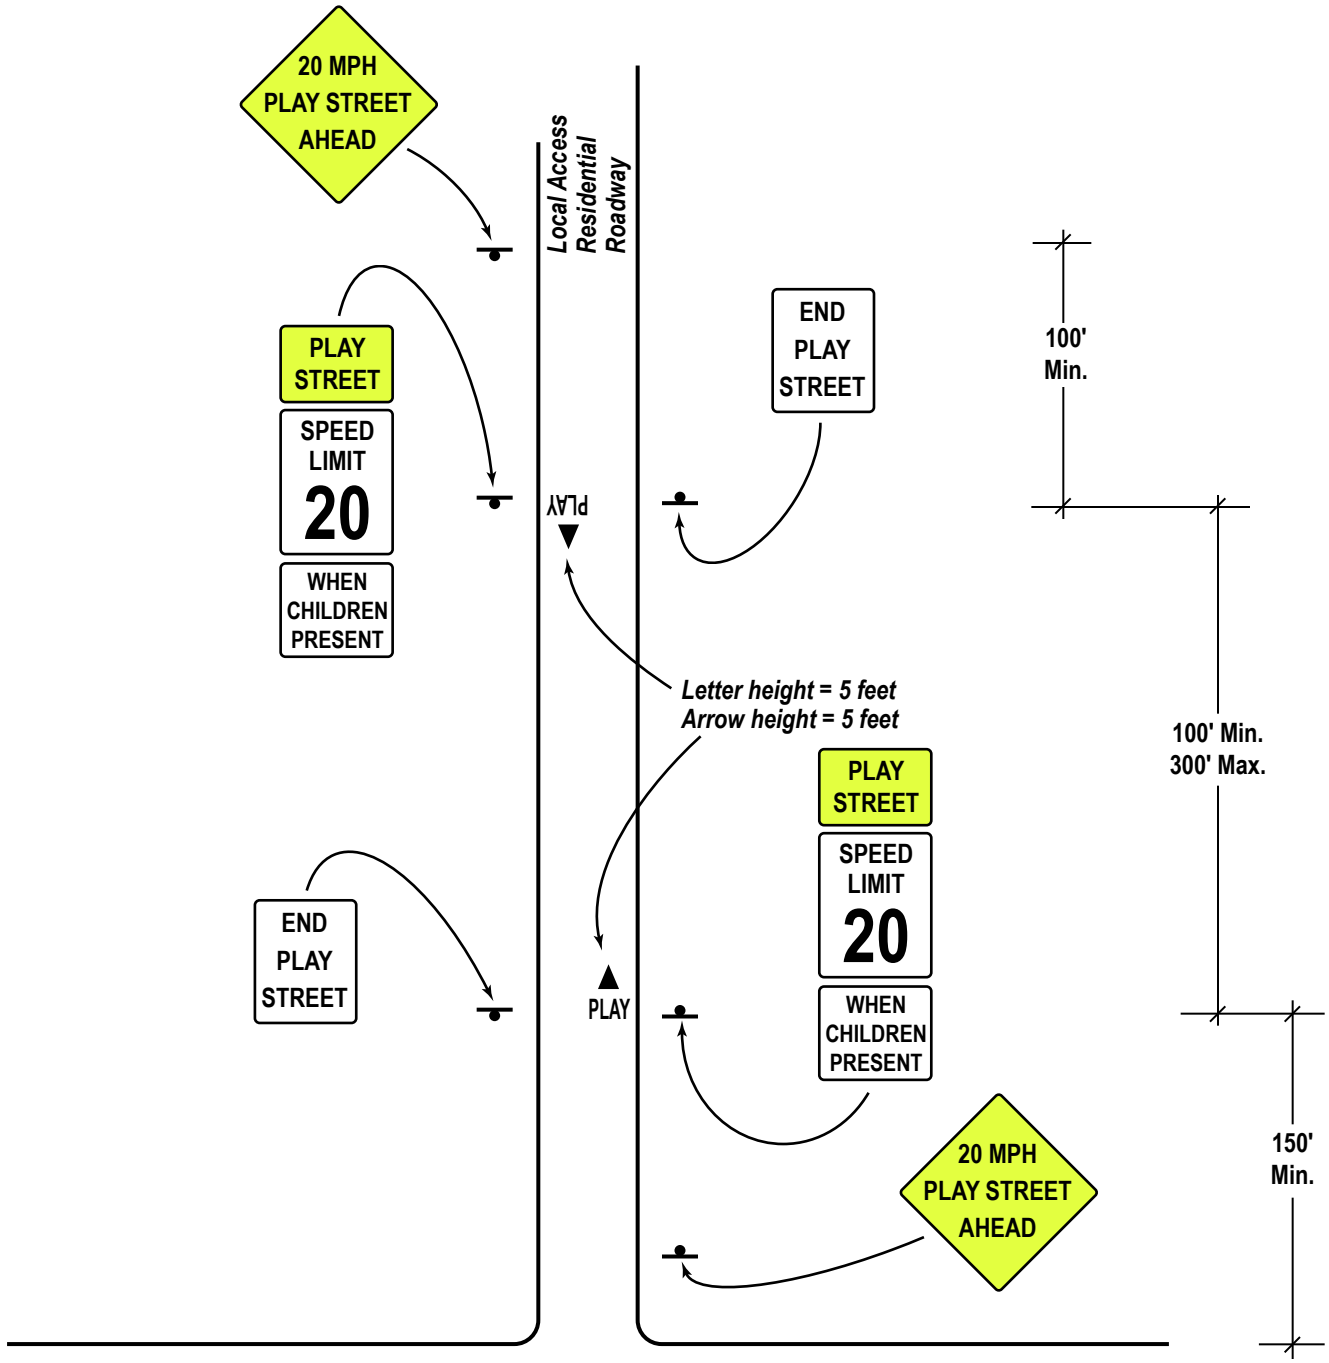

Figure 1
- Play Streets should be delineated with the following traffic signs (see **Figure 1**):
- A Play Street should be designated with pavement markings as shown in **Figure 1**.